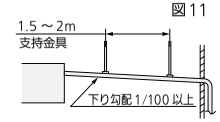

図12
（図12, 13）
- 下り勾配は（排水側を下に）1/100以上とってください。（図12）
- 集合ドレン配管を行う場合は1/100以上の下り勾配を付け、ドレン配管立ち上がり部より低くなるようにしてください。（100mm以上）（図12）